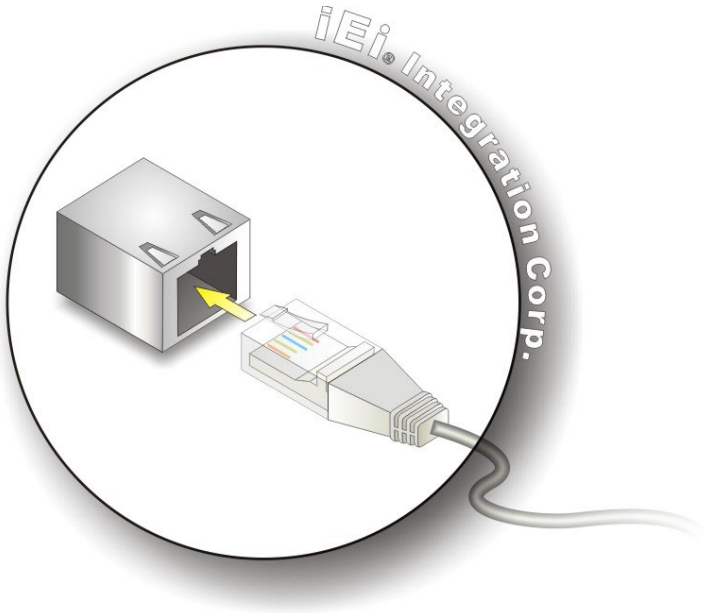

Figure 3-42: LAN Connection
Step 2: **Align the connectors**. Align the RJ-45 connector on the LAN cable with one of the RJ-45 connectors on the PPC-FxxA-H81. See **Figure 3-42**.